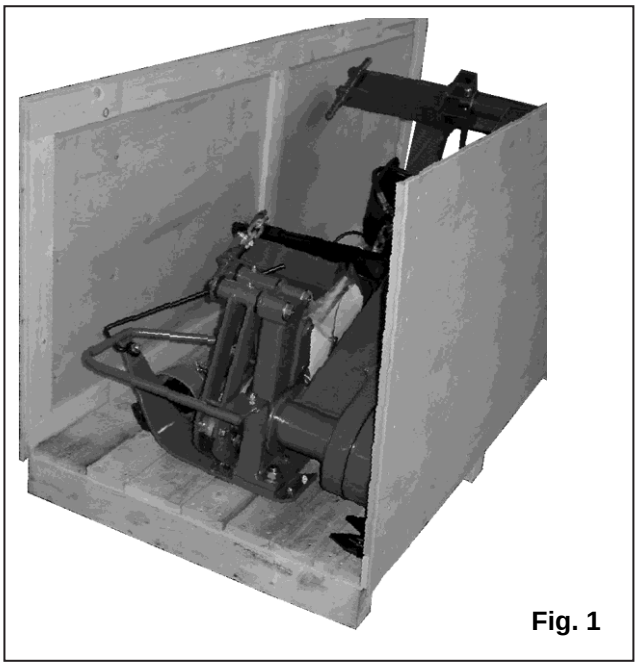

Fig. 1
- öppna transportlådan (Fig.1);
**Kollisionsskydd.** **Balkens klippvinkel:** 55° nedåt och 90° uppåt i driftläget (Fig. 1 sidan 5).
- **Skjut in** bultarna i dragarmarna **B** och montera låssprintarna **C** (bild 1 sidan 7).